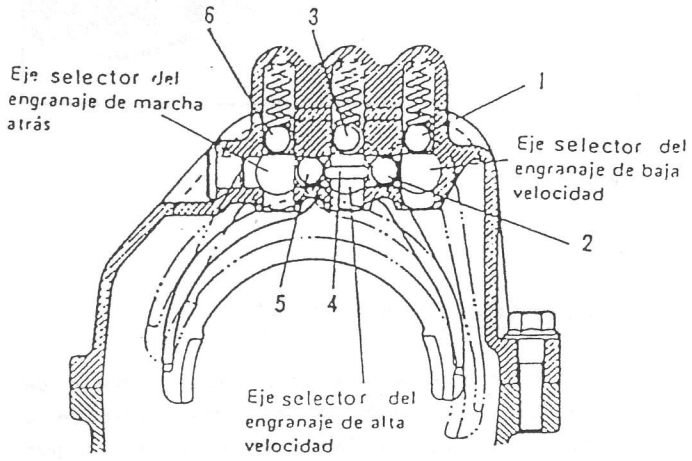

Fig. 13-64
Anótese que los 3 ejes selectores poseen individualmente una bola y un muelle de posicionamiento, y que se utilizan 2 bolas de enclavamiento, y un rodillo de enclavamiento entre los ejes, como se observa en la Fig. 13-64.
1) Monte los 3 muelles de posicionamiento en los 3 agujeros de la caja superior, y coloque la bola de posicionamiento en la Fig. 13-64 encima de los muelles.
4) Monte la bola de enclavamiento (2) y la bola de posicionamiento (3) en la caja superior (ver Fig. 13-64).
5) Monte la bola de enclavamiento (5) (Fig. 13-64) y la bola de posicionamiento (6) (Fig. 13-64) en la caja superior. Luego monte el eje selector del engranaje de marcha atrás y 5a. v. en la caja superior de la manera descrita en 2) y 3).